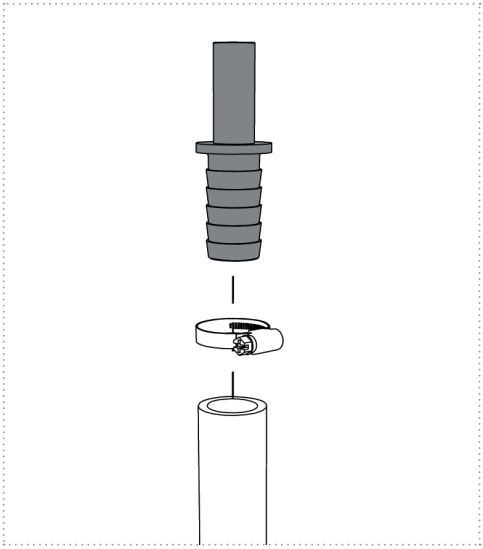

Abbildung 8
2. Schieben Sie den Schlauch, kommend von der Pumpe, auf die im Lieferumfang enthaltene, passende „Einsteck-Schlauchtülle" und befestigen diese mit einer Schlauchschelle (*Abbildung 8 und 9a*).
3. Schieben Sie den Schlauch, abgehend von der UV-Einheit, auf die im Lieferumfang enthaltene, passende „Einsteck-Schlauchtülle" und befestigen diese mit einer Schlauchschelle (*Abbildung 8 und 9a*).